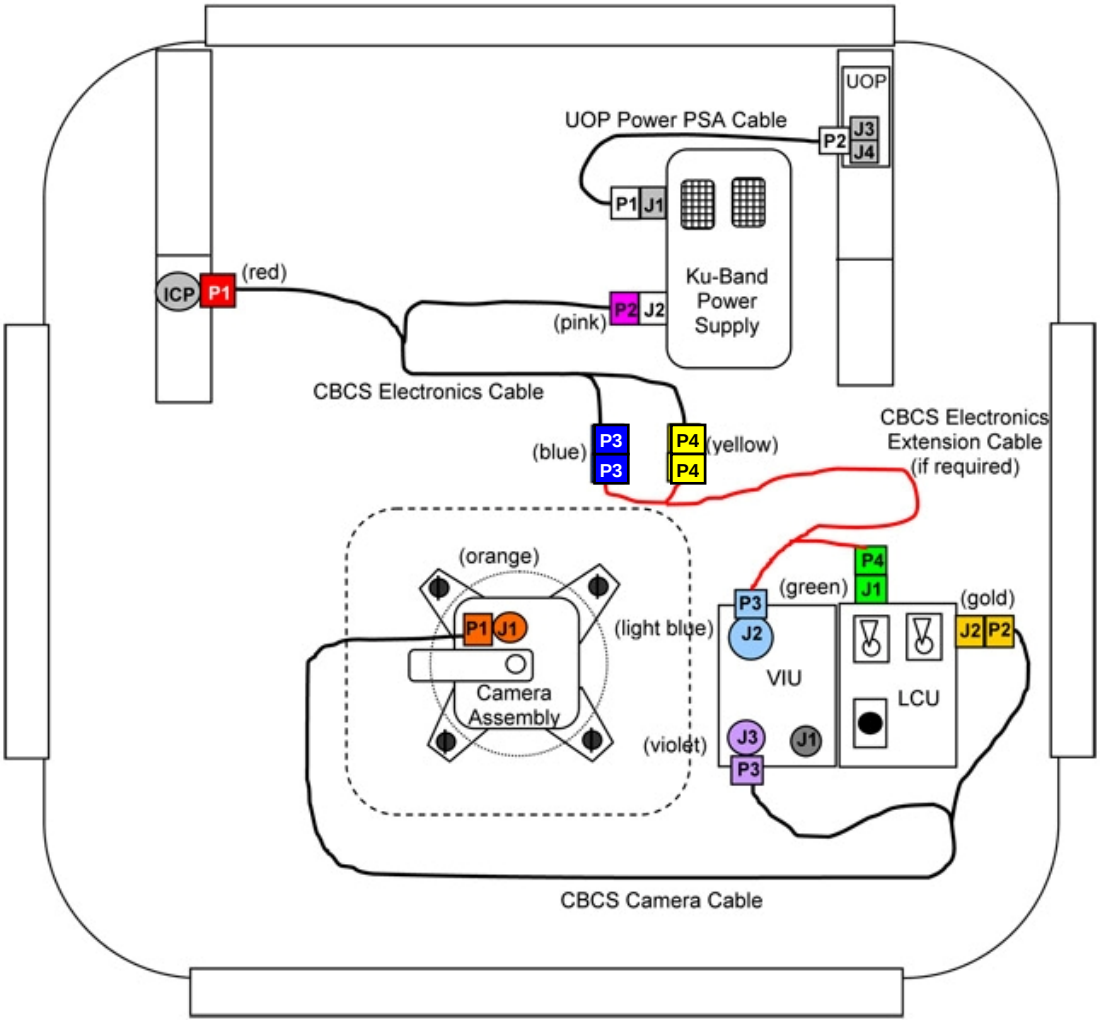

Figure 1. - Example CBCS Installation Diagram.
Figure 1 shows an example CBCS installation. For PMA3 relocate, the N2 Internal Camera Port (ICP) will be used, along with Node 2 UOP 1. For N3 install, the N1 Internal Camera Port (ICP) will be used along with Node 1 UOP 1.
1.1 √All CBCS cables mated per Figure 1.
9.1 √All CBCS cables mated per Figure 1.